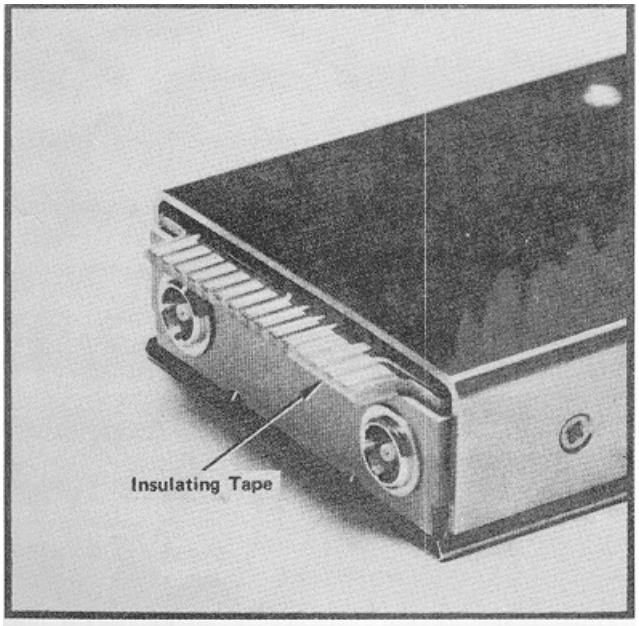

Fig. 4-4. Plug-in module connector partially Insulated so the HI Z calibrator level can be adjusted.
a. Remove the plug-in module and place insulating tape (e.g., Scotch tape) over pins A13-B13, A14-B14, A15- B15 of the interface connector (Fig. 4-4), then re-insert the plug-in module in its compartment.